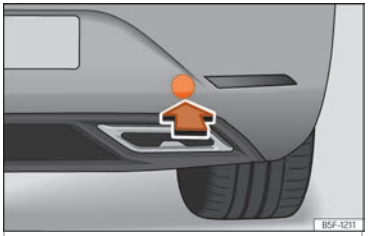

Abb. 53 Auf der rechten Seite des hinteren Stoßfängers: Abdeckung entfernen.
Die Abschleppöse wird in die hinter einer Abdeckung auf der rechten Seite des hinteren Stoßfängers befindliche Aufnahme eingeschraubt ››› Abb. 53.
- Auf den unteren Bereich der Abdeckung ››› Abb. 53 drücken, um die Verrastung zu lösen.